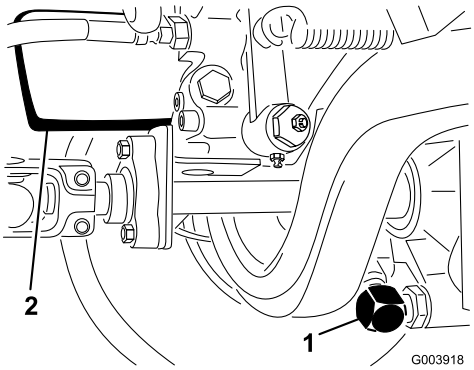

Figur 63
2. Rengjør området rundt sugeledningen nederst på drivverket (Figur 63) og plasser et drensfat under ledningen.
2. Rengjør området rundt der filteret skal festes (Figur 63) og plasser et tappefat under filteret.